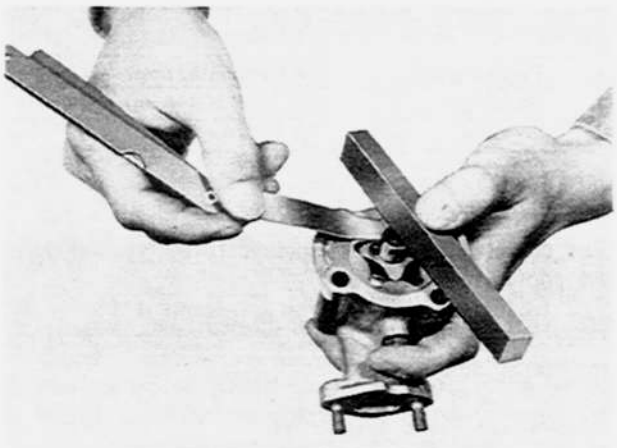

Fig. 2–6 Checking end float of rotors
3. Inspect the end float of the rotor with the feeler gauge as shown in Fig. 2–6. If the end float is too large, make corrections by scraping the pump body. The standard value of the end float is 0.10 ~ 0.20 mm (0.0014 ~ 0.008 in).